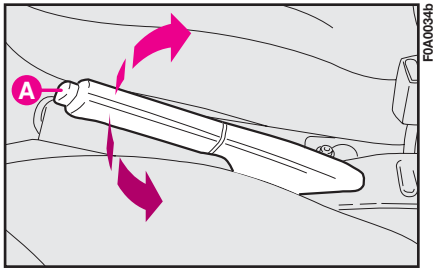

fig. 1
1) Soulever légèrement le levier et appuyer sur le bouton de desserrage **A-fig. 1**.